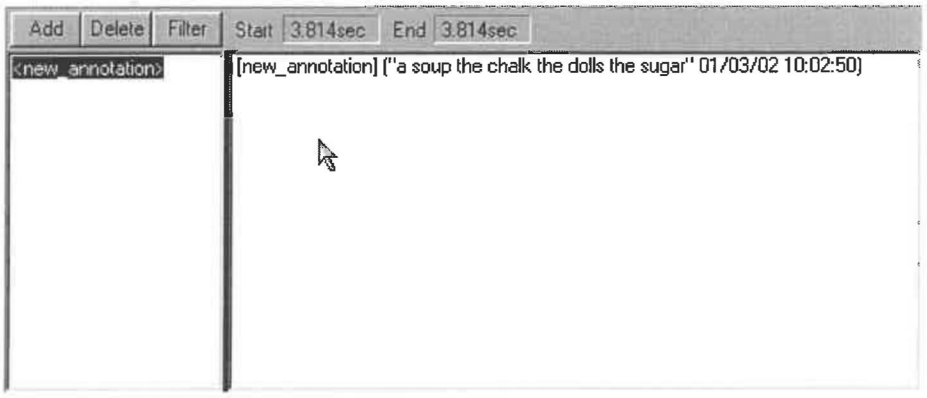
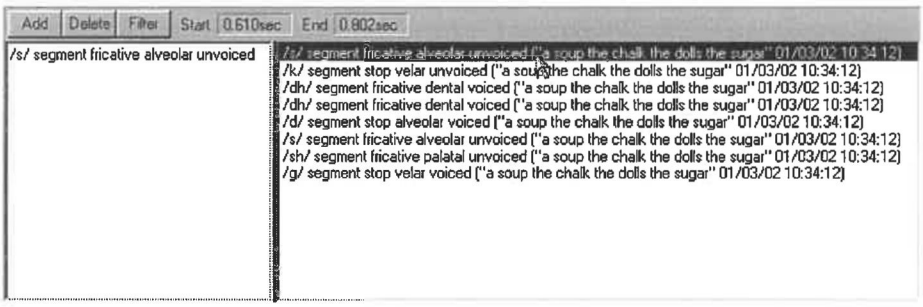

Figure 15 Annotation Editor
Figure 17 Result of filter settings shown in Figure 16 for the tutorial client
To annotate the waveform, place the cursor at the point you wish to annotate. Then press the Add button Add in the Annotation editor (Figure 15). An annotation marker will appear below the waveform
The result of the filter settings in Figure 15 on the tutorial client 'John Smith' is shown in Figure 17.
2. Click on the annotation listed in the 'Annotation Editor' (as in Figure 17). This has the added advantage that it will automatically load the correct file.